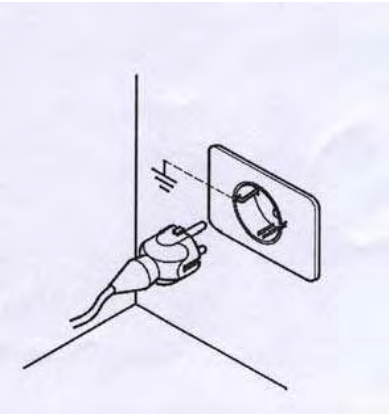

Figura 12
• Conectați centrala la o priză cu împământare. Figura 12,